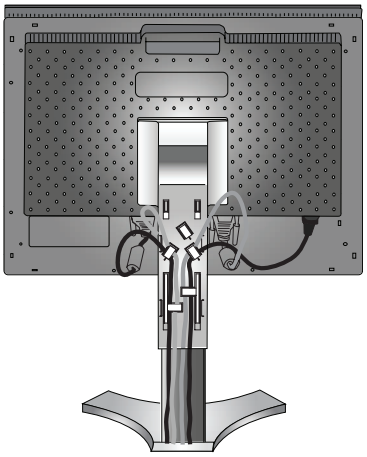

Abbildung C.3
Führen Sie das DVI-Kabel und das 15-polige Mini-D-Sub-an-DVI-A-Kabel durch die in **Abbildung C.3** angegebenen Halterungen.
6. Sorgen Sie dafür, dass alle Kabel flach am Fuß anliegen (**Abbildung C.3**).